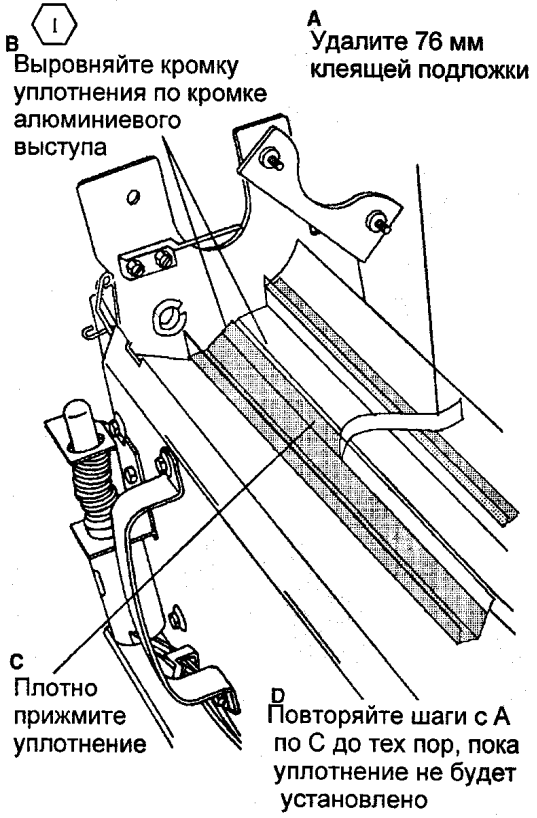

Рис. 2 Установка противозагрязнительного уплотнения
2. (РИС. 2): УСТАНОВИТЕ ПРОТИВОЗАГРЯЗНИТЕЛЬНОЕ УПЛОТНЕНИЕ.